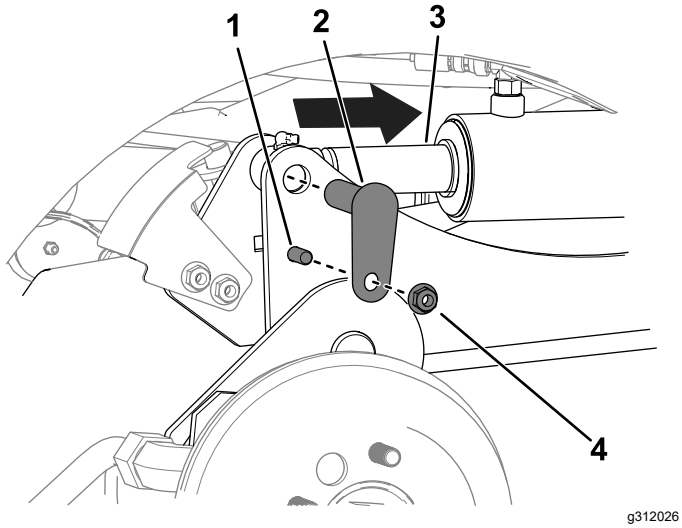

Figura 11
C. Utilizzate un cacciaspine per allineare i fori dell'asta del cilindro con i fori del braccio di sollevamento (Figura 11).
D. Utilizzate 2 bulloni (⅜" x 1¼"), 2 dadi (⅜") e 2 perni piccoli per fissare i bracci di sollevamento ai cilindri (Figura 11).